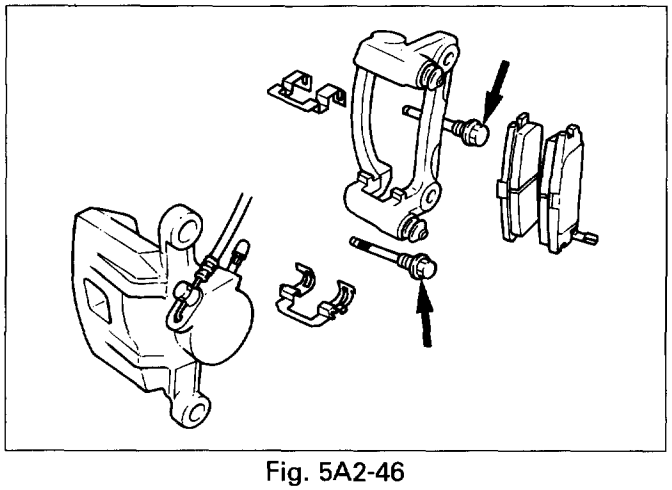

Fig. 5A2-46
2. **Brake flexible hose (Fig. 5A2-47)**